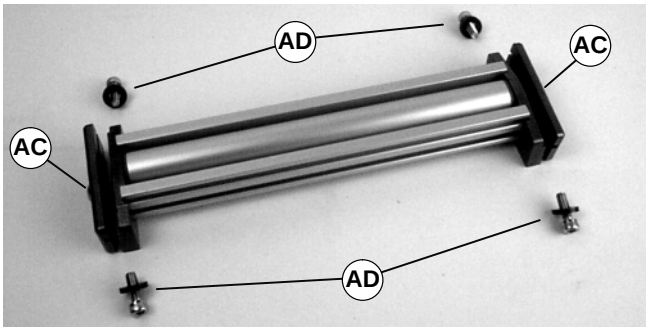

Abbildung 10
2. Die Schrauben lösen (AC siehe Abbildung 10) und die Schrauben sowie Unterlegscheiben entfernen (AD).